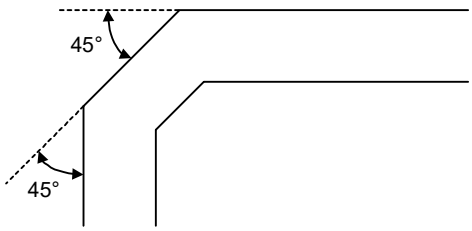

Figure 12-15.Trace Routing
- For high-speed signals, the number of corners and vias should be kept to a minimum. If a 90° bend is required, it is recommended to use two 45° bends instead. Refer to Figure 12-15.